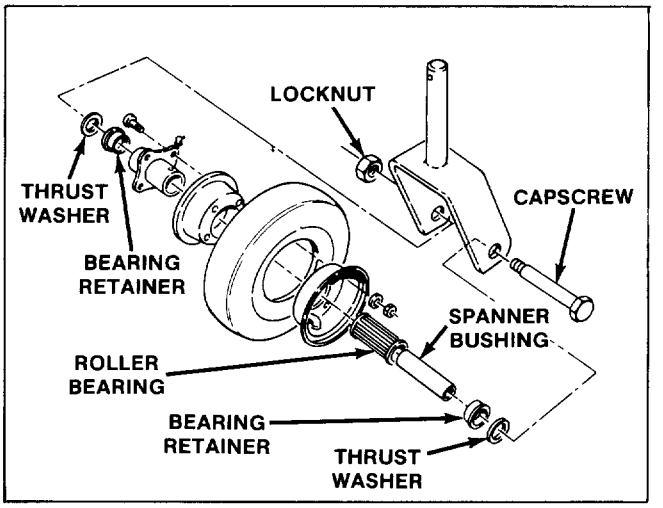

Figure 22
1. Remove locknut from axle holding castor wheel assembly between castor fork (Fig. 22). Grasp castor wheel and slide axle out of fork.
Note: Account for the two thrust washers (Fig. 22).
2. Tip wheel to the side and allow roller bearing and spanner bushing to fall out (Fig. 22).
6. Pump grease through grease fitting on axle (Fig. 22) until bearing is greased thoroughly.